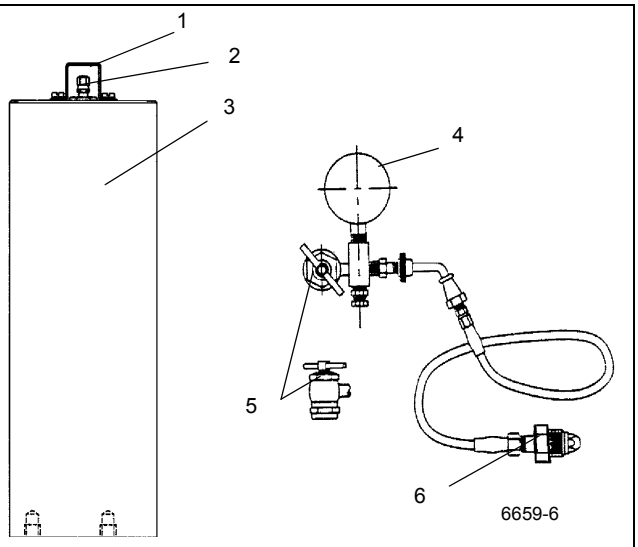

FIGURA 2-10
1. Con el motor apagado, descargue todo el aceite a presión almacenado en los acumuladores pisando el pedal de frenos de servicio en la cabina varias veces. Retire el protector y la tapa de la válvula de gas del acumulador (Figura 2-10).
2. Antes de conectar el conjunto de carga de gas (Figura 2-10) a la válvula de gas del acumulador, desenrosque la manija en “T” del adaptador de gas completamente (gírela en sentido contrahorario).
6. Si la presión mide 900 psi +50/-0 (6.2 MPa +0.4/-0), retire el conjunto de la válvula de carga girando la manija en “T” completamente hacia fuera en el adaptador de gas y después abriendo la válvula de purga (Figura 2-10).
3. Antes de conectar el conjunto de carga (Figura 2-10) a la válvula de gas del acumulador, desenrosque la manija en “T” del adaptador de gas completamente (sentido contrahorario).
7. Si la presión de precarga es mayor que 900 +50/-0 psi (6.2 +0.4/-0 MPa), cierre la válvula del cilindro de nitrógeno y abra la válvula de purga lentamente en el conjunto de carga (Figura 2-10) hasta que la presión de precarga tenga el valor correcto.